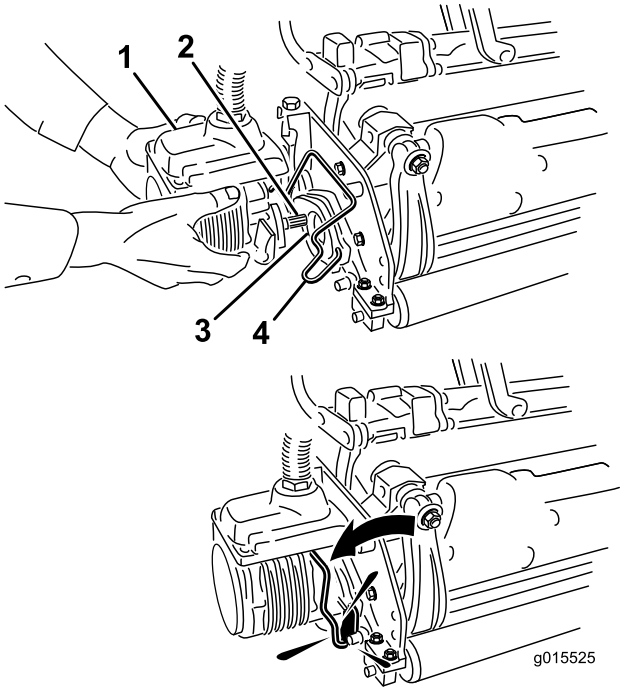

**Figur 14**
11. Dekk kileakselen i klippeenhetsmotoren med rent smørefett (Figur 14).
12. Sett motoren inn på klippeenhetens venstre side (fra brukerens synspunkt), og dra motorholdebøylen på klippeenheten mot motoren til du hører et "klikk" på begge sider av den (Figur 14).